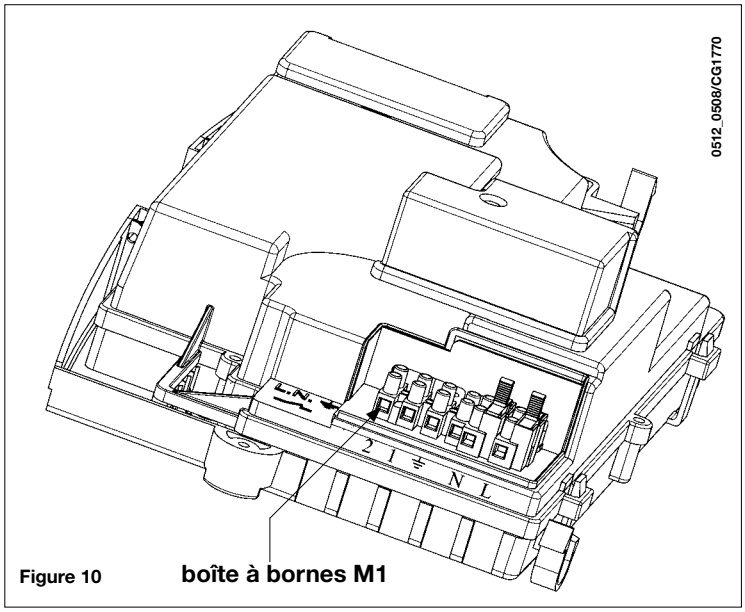

Figure 10
* enlever le couvercle afin d'accéder aux branchements électriques (figure 10).
• accéder à la plaque à bornes d'alimentation (figure 10) ;
• relier les fils du thermostat d'ambiance aux bornes (1) et (2) ;